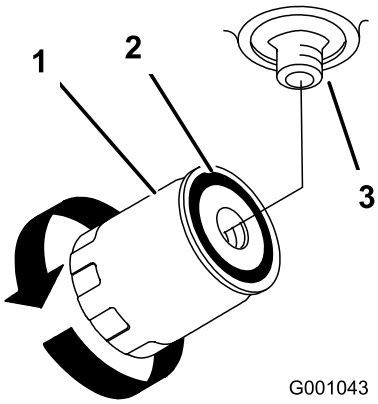

Figur 75
4. Fjern det gamle filter, og tør filteradapterens pakningsoverflade ren (Figur 75).
7. Drej oliefilteret med uret, indtil gummipakningen berører filteradapteren, og tilpænd filteret yderligere 1/2 omgang (Figur 75).